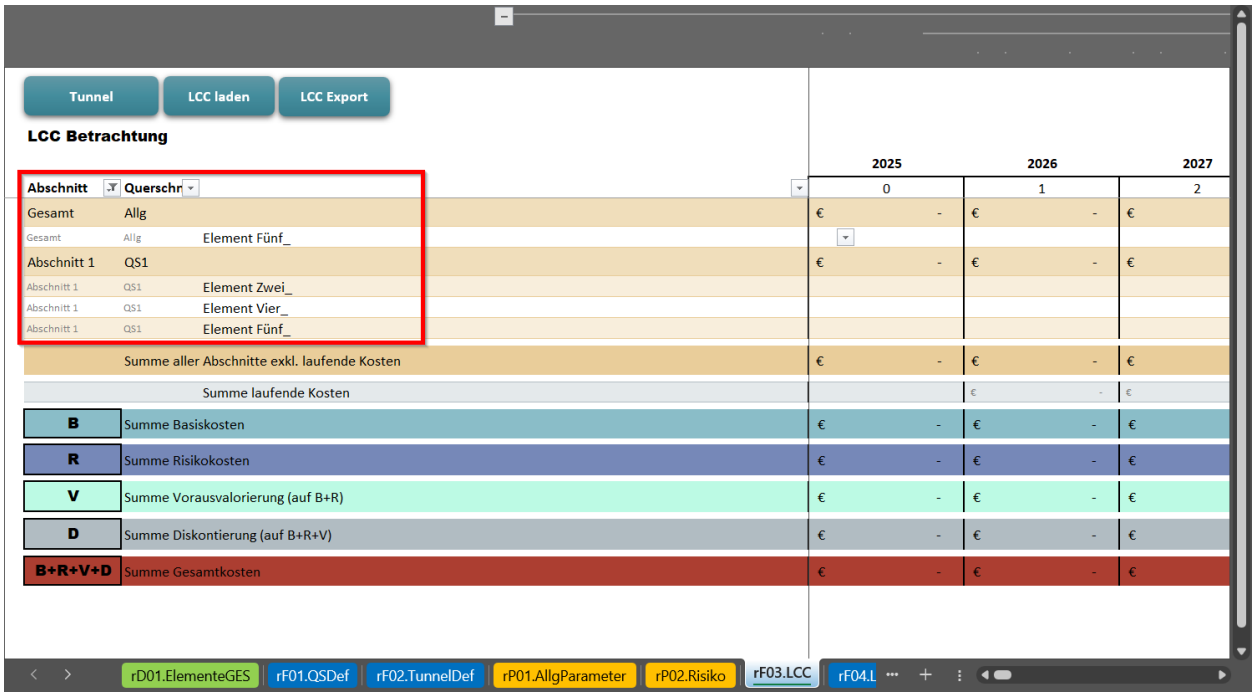

Abbildung 0.10: Die Abschnitte mit den jeweiligen Elementen der Querschnitte werden zusammengefasst.
Schritt 6: Im Tabellenblatt *rF03.LCC* stehen nach einem Klick auf den Button »LCC laden« die Ergebnisse der Lebenszyklus Betrachtung des Tunnels zur Verfügung. Übersichtlich werden die Kosten über den *LCC-Zeitraum* in Jahresscheiben (Spalten), und in die Abschnitte des Tunnels gegliedert zusammengefasst (Abbildung 0.10). An den Tabellenenden, zu sehen in Abbildung 0.11, werden die Summen der Kostenbestandteile (*Basiskosten*, *Risikokosten*, *Vorausvalorisierung*, *Diskontierung* und *Gesamtkosten*) gebildet. Über den Button »LCC Export« können die Ergebnisse als eigenes Tabellenblatt gespeichert werden, auch um sie ev. in anderen Anwendungen weiterzuverarbeiten oder nach eigenen Bedürfnissen zu visualisieren.